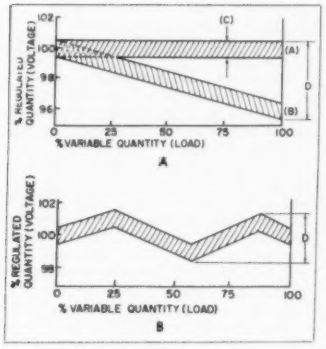

Fig. 2. Accuracy is affected by static droop, sensitivity by the change before regulation begins
The astatic characteristic (a) in Fig. 2 (A) which gives the best accuracy is inherently the most unstable. A small change in the regulated quantity unbalances the regulator producing a corrective signal until the regulated quantity is returned to its correct value. With a perfectly astatic regulation curve, a small change in the regulated quantity would produce a 100-per cent change in the variable quantity. Obviously, therefore, when regulators are designed to give the best accuracy, other means such as damping and stabilizing circuits are necessary to give stability.
In contrast, the static characteristic (b), Fig. 2 (A) is inherently stable as a small change in the regulated quantity gives a relatively small change in the variable quantity. As the regulator moves over its operating range, the value of the regulated quantity at which it balances is changed. Normally, this value droops with increase in load.
With the high gain or amplification from the comparator to the main exciter, a very slight deviation from the balance point of the comparator gives a trigger action to change the main exciter voltage from the no load to the full load point. Thus the small deviation in the regulated voltage required to give full regulator action establishes the astatic regulator characteristic under straight voltage control as shown at (a), Fig. 2 (A).
To prevent circulating current between the two machines without equalizing means when both generators are under regulator control, the alternator is given a static voltage droop with increased reactive load. Referring to Fig. 2 (A) the regulator is made to function according to characteristic (b) where the regulated quantity is voltage and the variable quantity is reactive or wattless load.